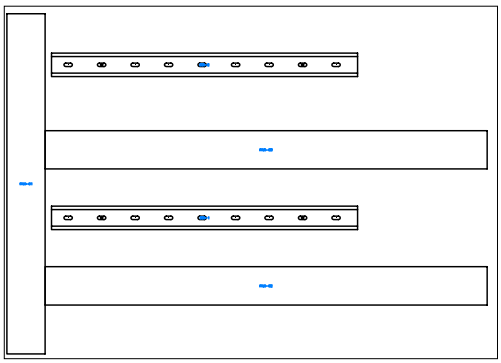

Figure P2-6 *DIN-2 DIN Rail inserted in the drawing*
39. Choose the **OK** button; the DIN-2 DIN Rail is inserted in the drawing, as shown in Figure P2-6.